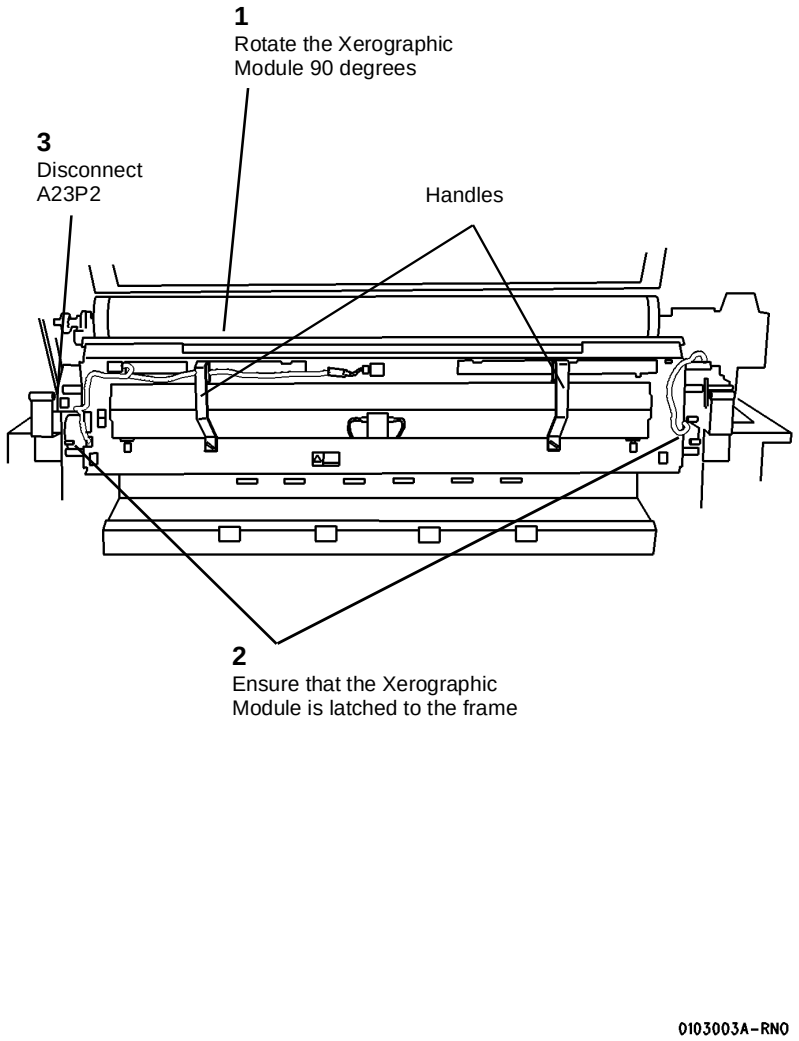

**Figure 3 Latching the Xerographic Module at the Service Position**
8. (Figure 3): Using the handles, rotate the Xerographic Module 90 degrees so that the latches lock into the holes in the frame.